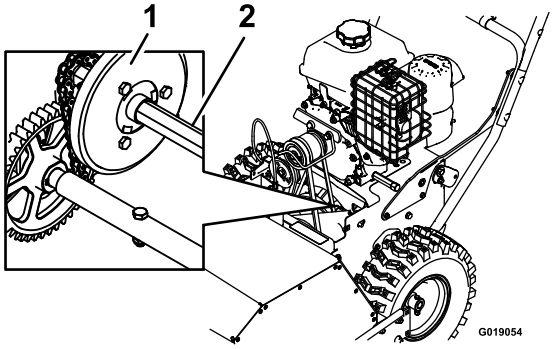

Figur 21
4. Doppa en lång, ren målarborste med liten spets i motorolja och smörj in sexkantsaxeln sparsamt (Figur 21).
Viktigt: Se till att inte få olja på gummihjulet eller friktionsdrivplattan i aluminium, eftersom detta får hjuldrivningen att slira (Figur 21).